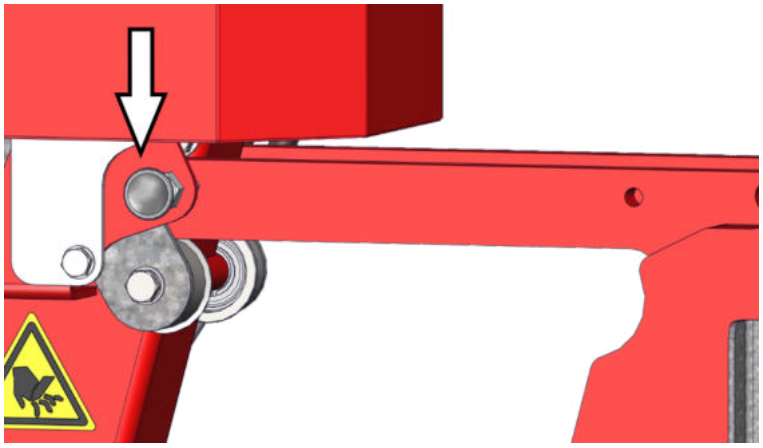

Figur 4.5 Kør kontravægt ud
1. Frigør kontravægten ved at dreje eller trække i låsestiftens læbe (se *Figur 4.5*).